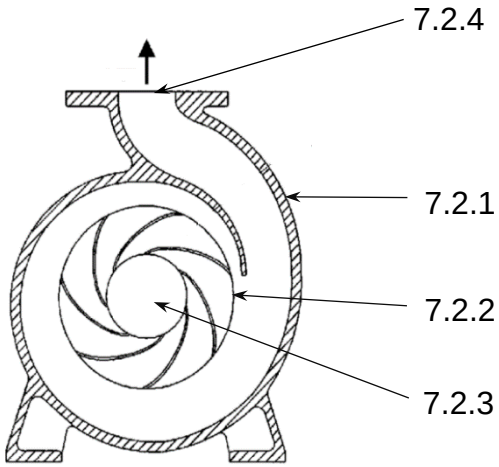

FIGURE 2
7.2 FIGURE 2 below shows a sketch of a pump. Name the FOUR labelled parts of the pump by writing only the answer next to the question number (7.2.1–7.2.4.) in the ANSWER BOOK. (4)